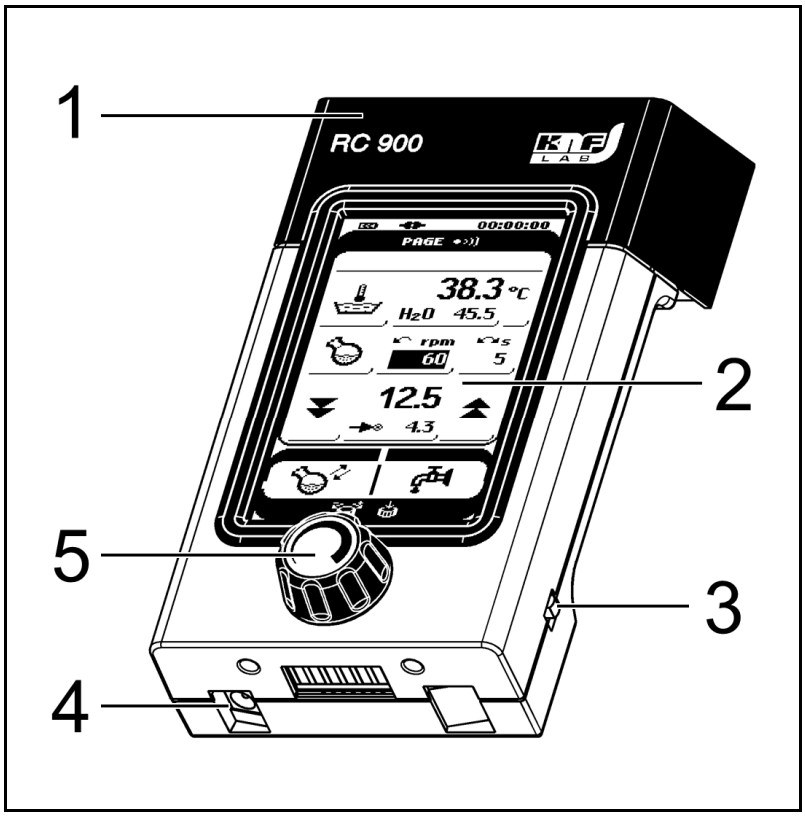

Fig. 10: Hand terminal
- rotary knob (Fig. 10/**5**) and
- touchscreen (Fig. 10/**2**).
Pick up the hand terminal from the rotary evaporator as follows: Grasp hand terminal at upper grip (Fig. 10/**1**) and pull until it releases (remove transportation safeguard if necessary, see Ch. 6).
Replace the hand terminal by putting its underside onto the holder for the hand terminal (Fig. 1/**1**, page 12); then firmly press the hand terminal at the upper grip (Fig. 10/**1**) until it engages.